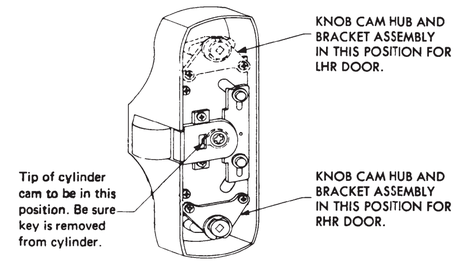

FIG. 3
C. Check that handing of hardware corresponds with handing of door. See Fig. 3.
B. Position cylinder cam as shown in Fig. 3.